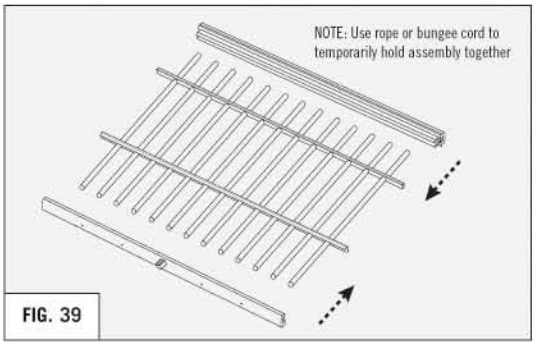

FIG. 39
7. Install rails into balusters. **(REFER TO FIG. 39)**